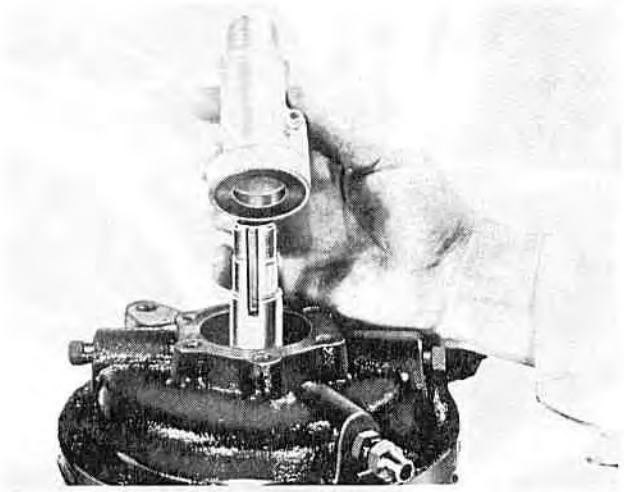

Figure 20—Removing the Nitralloy Ring
7. Remove the Nitralloy ring from the shaft using the Seal Centering Tool J-5425. See figure 20.